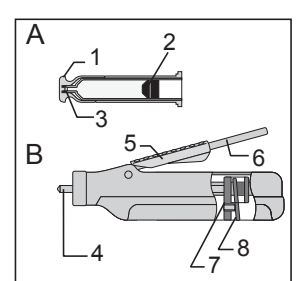

Fig. 2 2. ábra
obr. 2 Рис. 2
1. Make sure that the piston is completely retracted into the dispenser (Fig. 2).